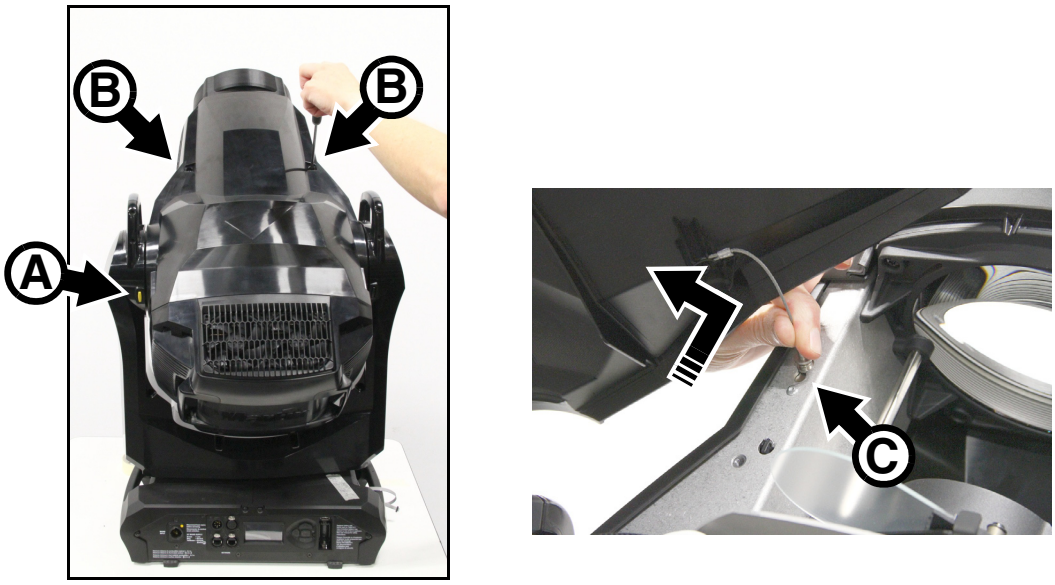

**Figure 12 : Dépose des capots de la tête**
3. Voir Figure 12. Placez la tête de façon à ce que le logo Martin à l'arrière soit lisible dans le bon sens. Dans cette position, le capot supérieur est alors en haut et le capot inférieur est en bas. Verrouillez le tilt (**A)**.